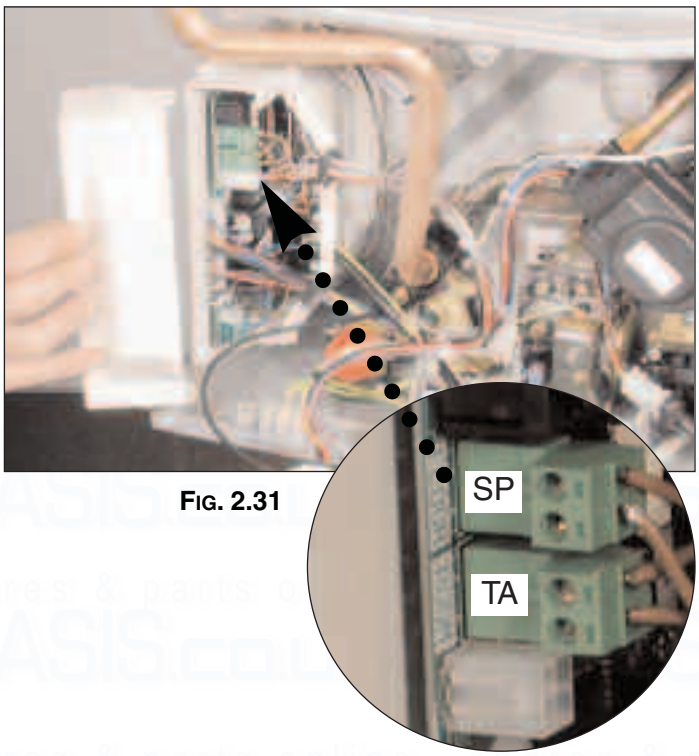

Fig. 2.31
1. Remove the cover of the main PCB box **(Fig 2.31)**.